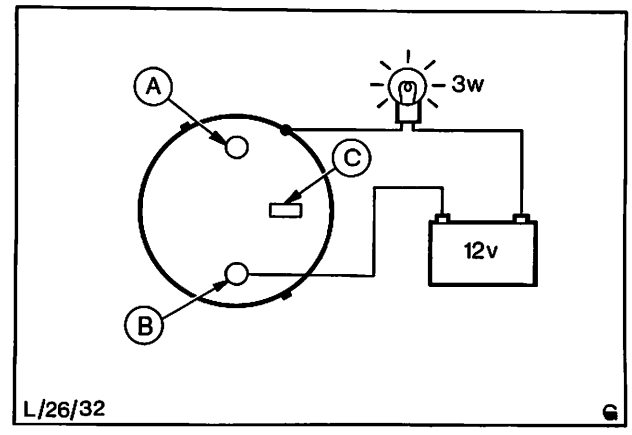

Abb. 7 Magnetschalter-Wicklungstest
1. Massekabel von der Batterie abklemmen. Beide Kabel vom Magnetschalter abklemmen. Magnetschalter-Wicklungen auf Durchgang prüfen. Dazu 12V-Batterie und eine Prüflampe (1...3 Watt) zwischen dem Zuleitungsanschluß und dem Magnetschaltergehäuse anschließen. Die Lampe muß aufleuchten, Abb. 7.